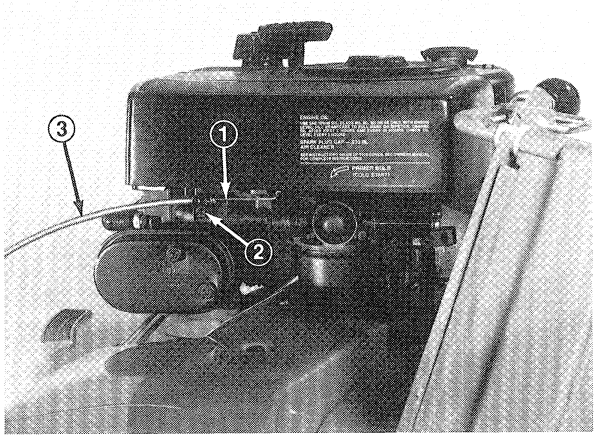

Figure 34
4. Loosen cable clamp screw until throttle cable is free to slide (Fig. 34).
5. Move carburetor control arm to the left until it contacts grounding bracket (Fig. 34). Pull throttle cable slightly to remove any slack and tighten the cable clamp screw to lock the adjustment in place.